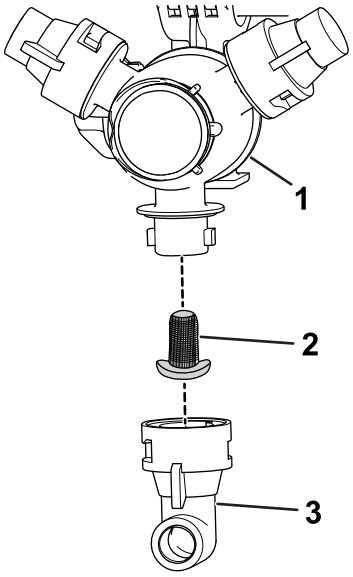

Figur 31
2. Fjern dysen fra sprøjtedysehovedet (Figur 31).
3. Fjern dysefilteret (Figur 31).
5. Monter dysefilteret (Figur 31).
6. Monter dysen på sprøjtedysehovedet (Figur 31).